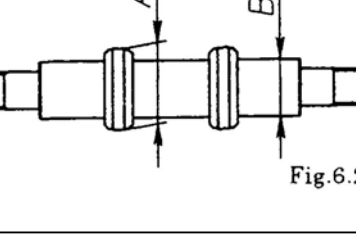

Fig.6.2
- Middenas set. [Fig. 6.2]
- Meet de buitendiameter (A), als de maat buiten de tolerantie is moet de dichting worden vervangen
· Geleidingbus [Fig. 6.2]